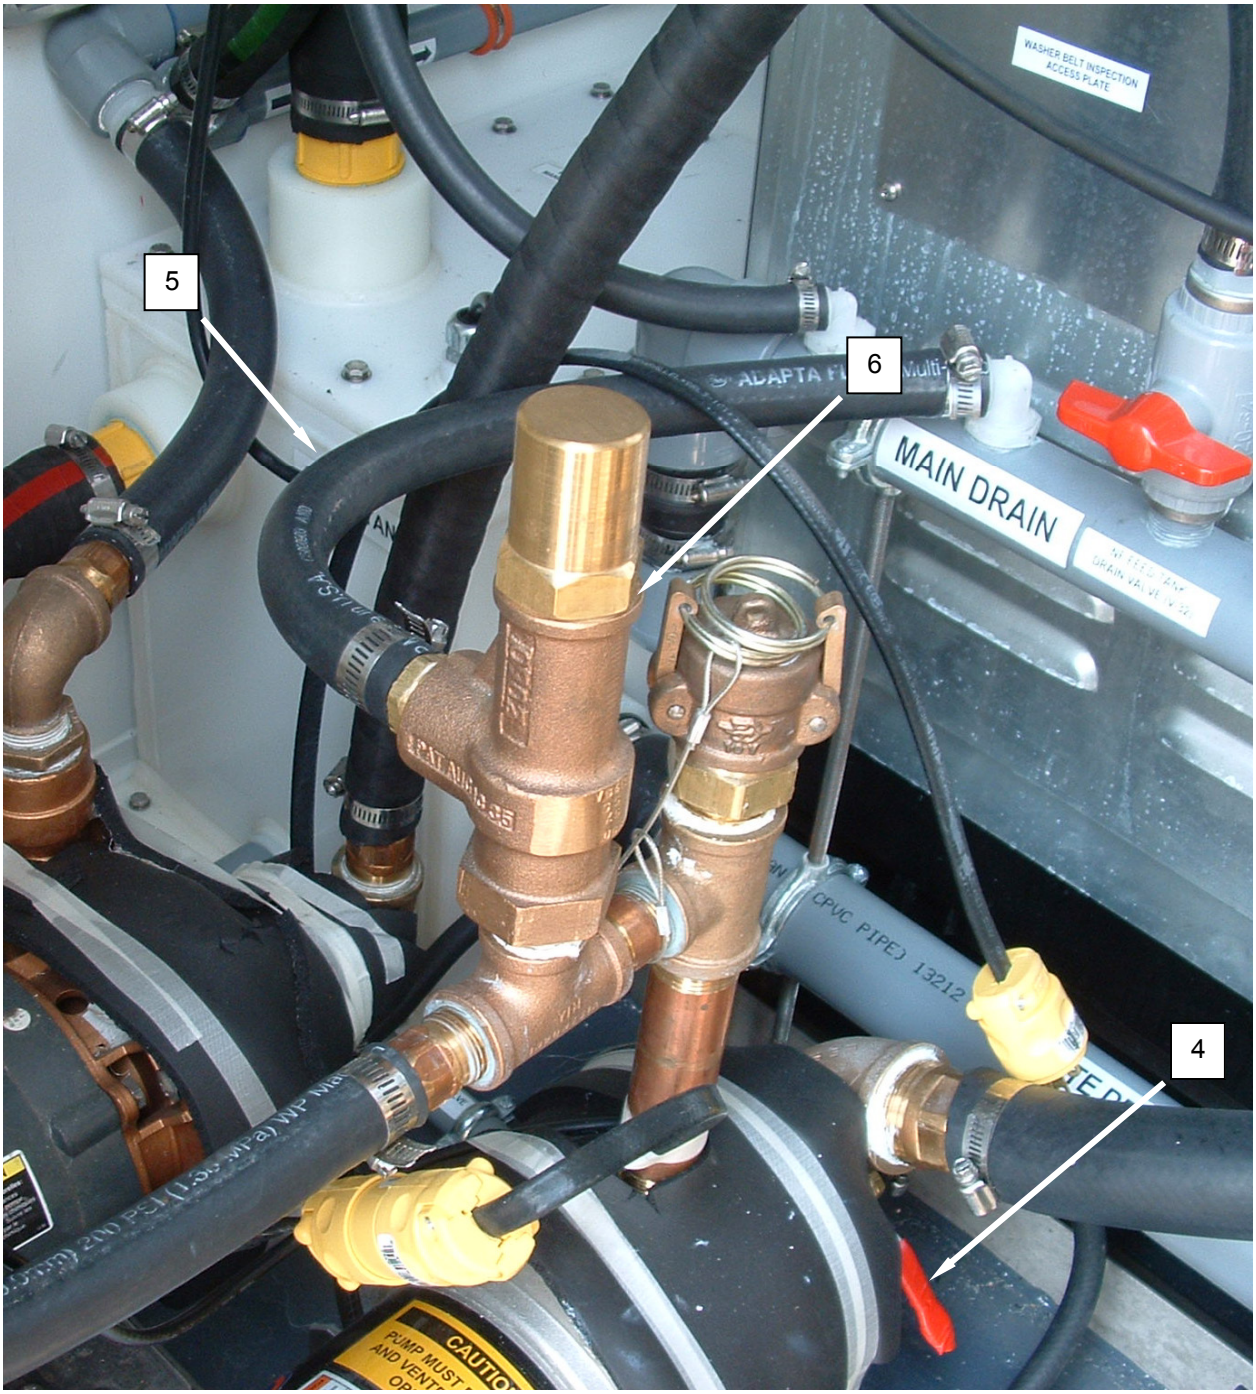

Figure 2. Replace the Pressure Relief Valve.
2. Relieve pressure from system, and open pump drain **(Figure 2, Item 4)**.
3. Loosen hose clamp retaining the pressure relief valve hose **(Figure 2, Item 5)** to the pressure relief valve **(Figure 2, Item 6)**.
4. Disconnect pressure relief valve hose **(Figure 2, Item 5)** from the pressure relief valve **(Figure 2, Item 6)**.
5. Make a note of the position of the pressure relief valve **(Figure 2, Item 6)**, use a pipe wrench to steady the attached pipe fittings, and remove the pressure relief valve.
6. Apply pipe sealer compound to the male threads of the replacement pressure relief valve **(Figure 2, Item 6)** or the attaching male pipe fittings or nipple.
7. Install the replacement pressure relief valve **(Figure 2, Item 6)**, ensuring the replacement valve is both tight and correctly aligned.
8. Install pressure relief valve hose **(Figure 2, Item 5)** onto pressure relief valve **(Figure 2, Item 6)** and retain with hose clamp.
9. Close pump drain **(Figure 2, Item 4)**.